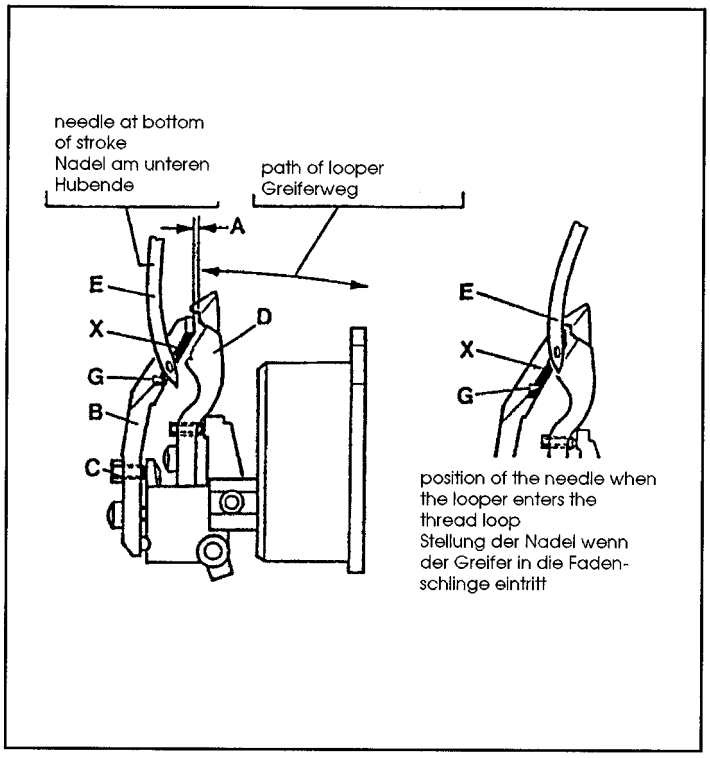

Fig. 6
Adjust the looper (D, Fig. 6) as described in paragraph "Setting the looper", see page 10.
NOTE: It is advisable to remove the rear needle guard (B, Fig. 6) for setting the looper.
Assemble the rear needle guard (B, Fig. 6). With set screw (C) adjust the distance (A) between looper (D) and rear needle guard (B) to 0.5 mm (.020 in.).
Laterally (front to rear) set the rear needle guard (B, Fig. 6) with its guarding surface (G) close to the needle (E) even so that it barely contacts it, to avoid hitting of the needle by the looper point.
Edge (X, Fig. 6) on the guarding surface (G) of the rear needle guard (B) should not essentially disturb the needle thread. If disturbance of the needle thread occurs it can be eliminated by slightly changing the 0.5 mm (.020 in.) distance between looper and rear needle guard as well as by slightly changing the needle height.
Stellen Sie den Greifer (D, Fig. 6) wie im Abschnitt "Einstellung des Greifers" beschrieben ein, siehe Seite 10.
BEACHTEN SIE: Es ist ratsam, zum Einstellen des Greifers den hinteren Nadelanschlag (B, Fig. 6) zu entfernen.
Bauen Sie den hinteren Nadelanschlag (B, Fig. 6) ein. Stellen Sie mit dem Gewindestift (C) den Abstand (A) zwischen Greifer (D) und hinterem Nadelanschlag (B) auf 0,5 mm.
Seitlich (von vorne nach hinten) stellen Sie den hinteren Nadelanschlag (B, Fig. 6) mit seiner Schutzfläche (G) dicht an die Nadel (E), so dass er sie gerade berührt, um zu verhindern, dass die Nadel von der Greiferspitze getroffen wird.
Die Kante (X, Fig. 6) an der Schutzfläche (G) des hinteren Nadelanschlags (B) soll den Nadelfaden nicht wesentlich stören. Tritt eine Störung des Nadelfadens auf, kann diese durch leichtes Verändern des 0,5 mm Abstands zwischen Greifer und hinterem Nadelanschlag sowie durch leichtes Verändern der Nadelhöhe beseitigt werden.